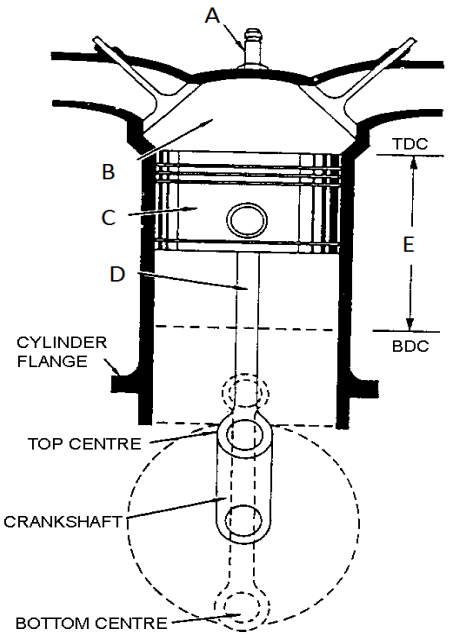

FIGUUR 1 (5)
6.1. FIGUUR 1 toon 'n verbrandingsenjin. Benoem die gemerkte komponente deur slegs die antwoord langs die letter (A–E) in die ANTWOORDBOEK te skryf.